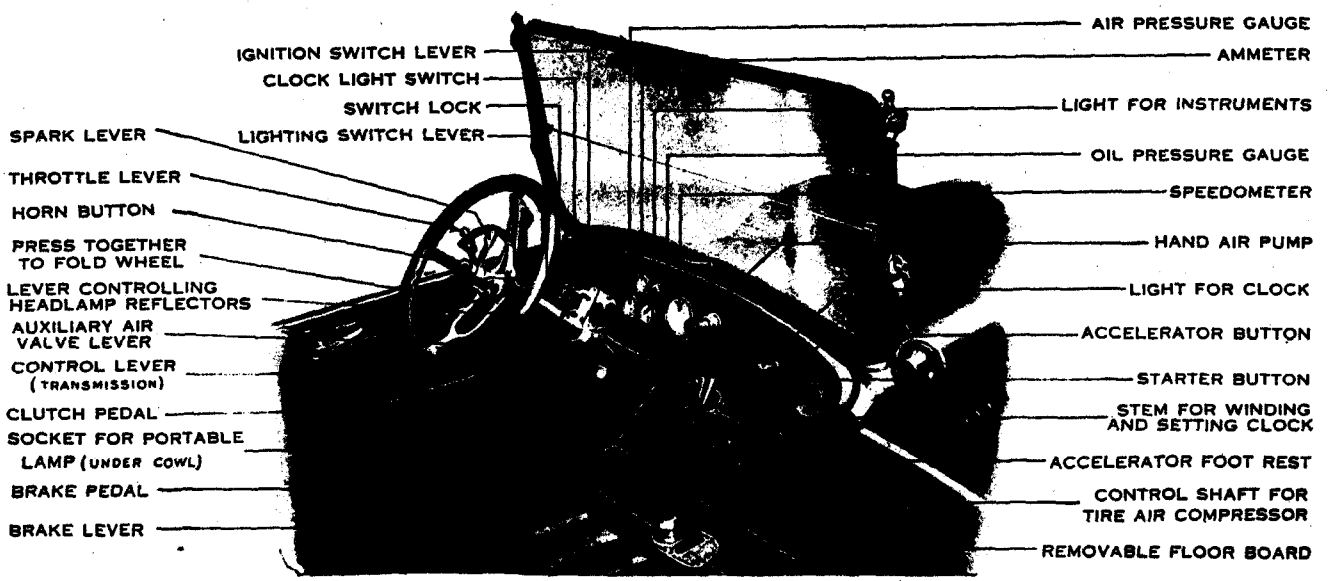

Fig. 1. Instruments, Control Levers and Pedals on Standard Seven Passenger Car.
1. First make certain that the transmission control lever is in the neutral position and that the hand brake is applied (see Figure 1.)
Lubricating oil is fed under pressure to the main and connecting rod bearings of the engine (see under "Engine Lubrication," page 28). The pressure of the oil is indicated by the oil pressure gauge on the instrument board. (See Fig. 1.)
Caution:—Do not attempt to shift from neutral to any gear, or from one gear to any other gear without first disengaging the main engine clutch by pushing down on the clutch pedal (see Figure 1.)
To fill the radiator condenser (see under "Condenser," page 48), take out the removable floor board just forward of the transmission control lever (see Figure 1) and replace the drain plug "R." (Figure 35.) Remove the condenser filler cap "V" and fill the condenser one-half full, using the same liquid as in the radiator. Replace the filler cap, making sure that the vent hole in the side of the cap is open.
The reflectors in the head lamps are pivoted so that they can be tilted and are controlled by a lever on the left-hand side of the steering column (see Fig. 1.) When the road is clear and illumination of the distant road is desired, the reflectors direct the rays straight ahead. When a vehicle traveling in the opposite direction approaches, the rays from the headlight can be deflected below the level of the occupants of the approaching car and the illumination directly in front of the car increased by simply raising the lever on the steering column and thereby tilting down the reflectors.